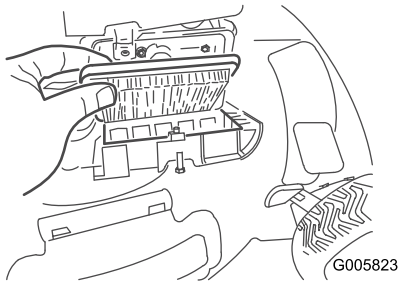

Figuur 18
2. Vervang het luchtfilter (Figuur 18).